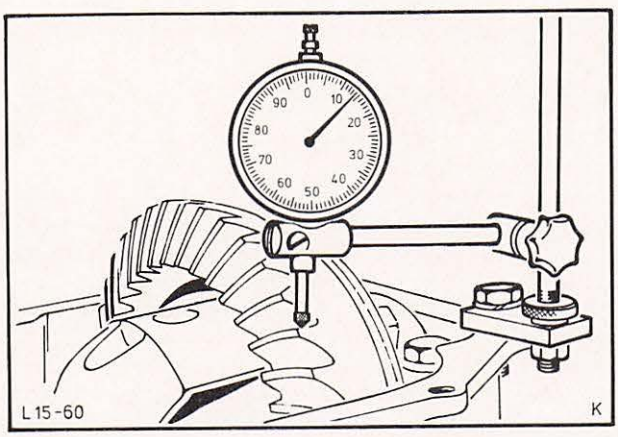

Abb. 82 Taststift der Meßuhr rechtwinklig auf einen Zahn des Tellerrades setzen
43. Meßuhr mit Halter an das Achsgehäuse montieren und Taststift senkrecht – d.h., im rechten Winkel zur Zahnflanke – auf einen Zahn des Tellerrades setzen, Abb. 82.